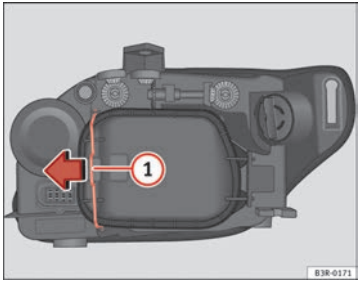

Fig. 211 Side light bulb (inside of vehicle)
– Move the brace ⇒ fig. 211 (1) in the direction of the arrow and remove the rigid cover, separating the brace side and then removing the two tabs from the other end of the cover.